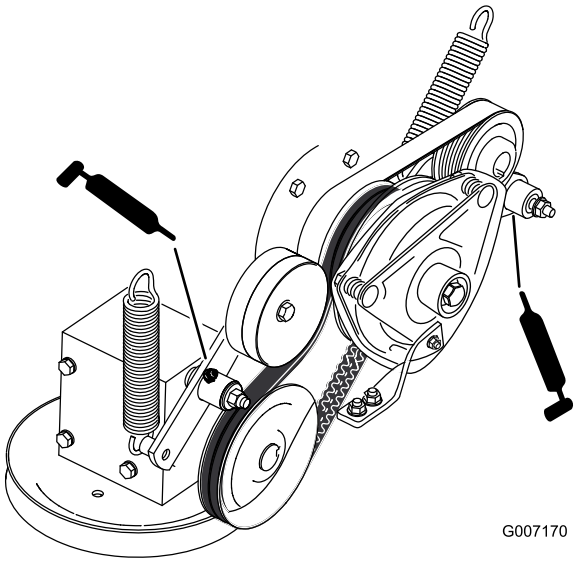

Figuur 38
7. Smeer de arm van de spanpoelie van de aandrijfriem van de aftakas (Figuur 38).
8. Smeer de arm van de riemspanpoelie van de pomp (Figuur 38).